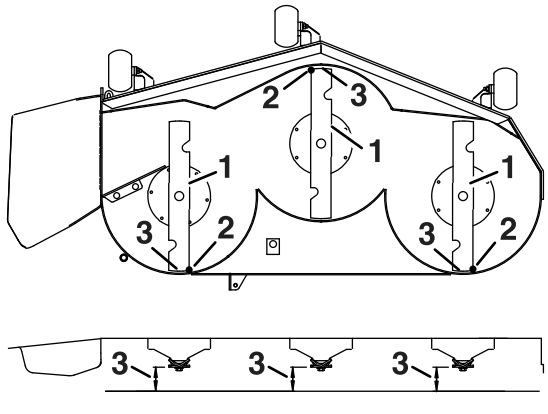

Figuur 82
7. Controleer de schuinstand van de maaimessen in de lengterichting (Figuur 82). Zorg dat de voorste mespunt lager zit dan de achterste; zie de tabel met blokhoogte en schuinte. Als instelling vereist is, gaat u verder met deze procedure.